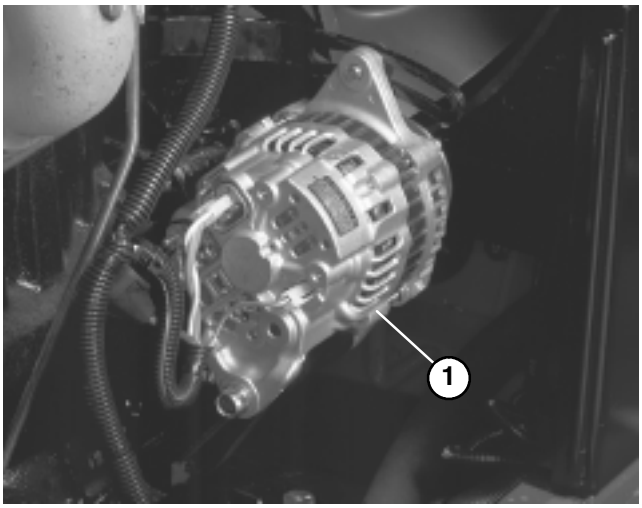

Figure 42
C. Loosen bolts (3) securing alternator to plate and mounting bracket (Fig. 42). Rotate alternator away from engine to increase tension and tighten bolts. Check belt tension after adjustment and re–adjust, if necessary.